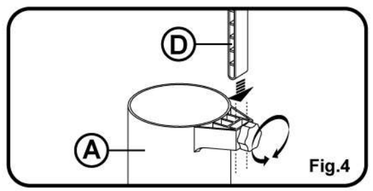

Fig.4
3) Loosen the locking screw of skimmer tank and insert the end of hook foot "**D**" into the slot. Tighten the locking screw by hand to secure the skimmer tank position. (**Fig.4**)